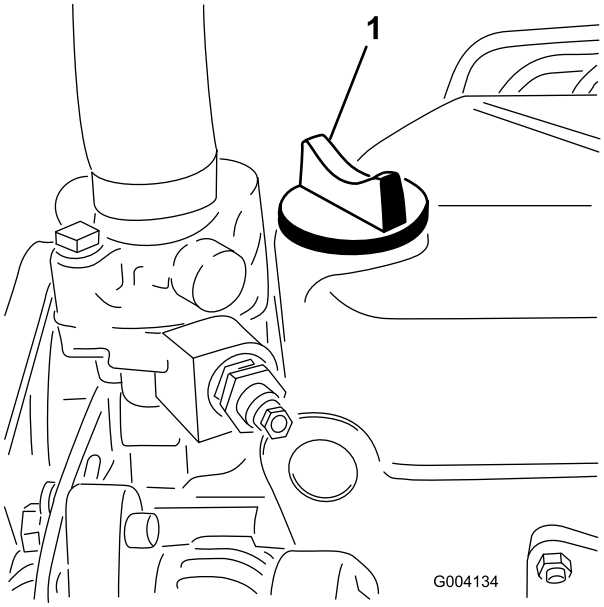

**Figura 29**
5. Si el nivel de aceite está por debajo de la marca Lleno, retire el tapón de llenado (Figura 29) y añada aceite hasta que el nivel llegue a la marca Lleno de la varilla.